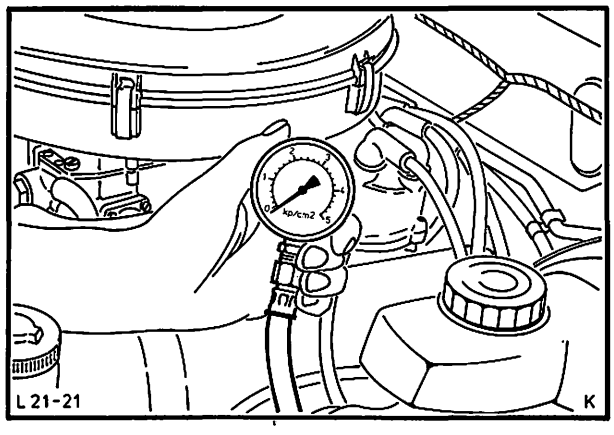

Abb. 29 Prüfmanometer anschließen
2. Prüfmanometer mit Anschlußstück am Motorblock anschließen, Abb. 29, eventuell Reduzierstücke verwenden.